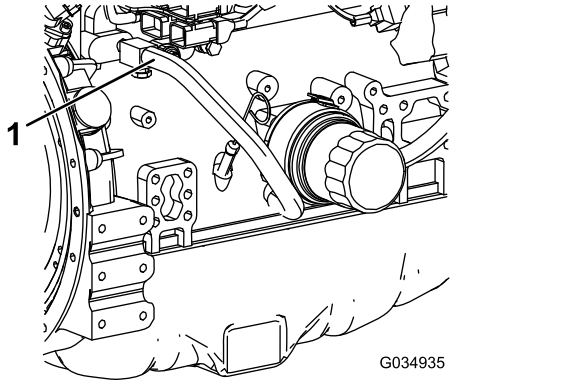

Figuur 125
7. Verwijder de koelvloeistofslang van de motoroliekoeler (Figuur 125).